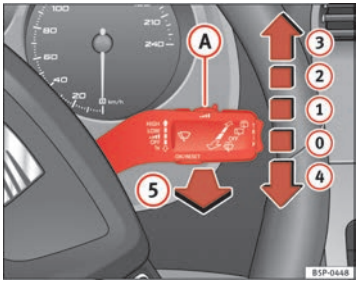

Fig. 85 Windscreen wiper and windscreen wash lever
The windscreen wiper lever ⇒ fig. 85 has the following positions:
- The next speed down will automatically be selected if wiper speed (2) ⇒ page 125, fig. 85 or (3) is selected when the vehicle stops. The set speed will be resumed when the vehicle starts again